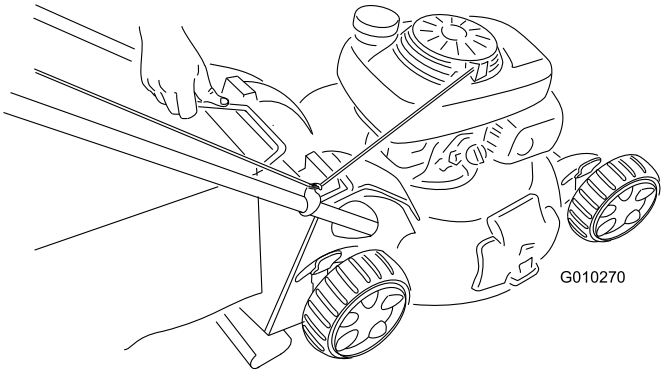

Figur 29
2. Løft græsposens håndtag ud af rillerne øverst på maskinen og fjern posen fra maskinen (Figur 29).